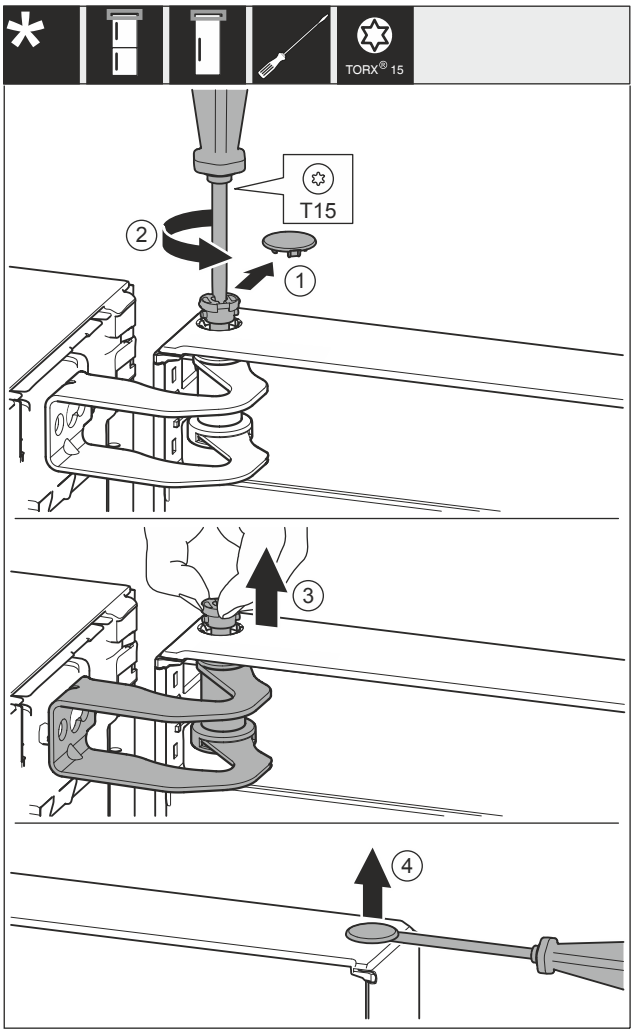

Fig. 13
▶ Carefully remove the cover *Fig. 13 (1)*.
▶ Use screwdriver to loosen the bolts *Fig. 13 (2)* a little.
▶ Pull out the bolt *Fig. 13 (3)* with your fingers.
▶ Carefully lift and remove the cover *Fig. 13 (4)* with a screwdriver.